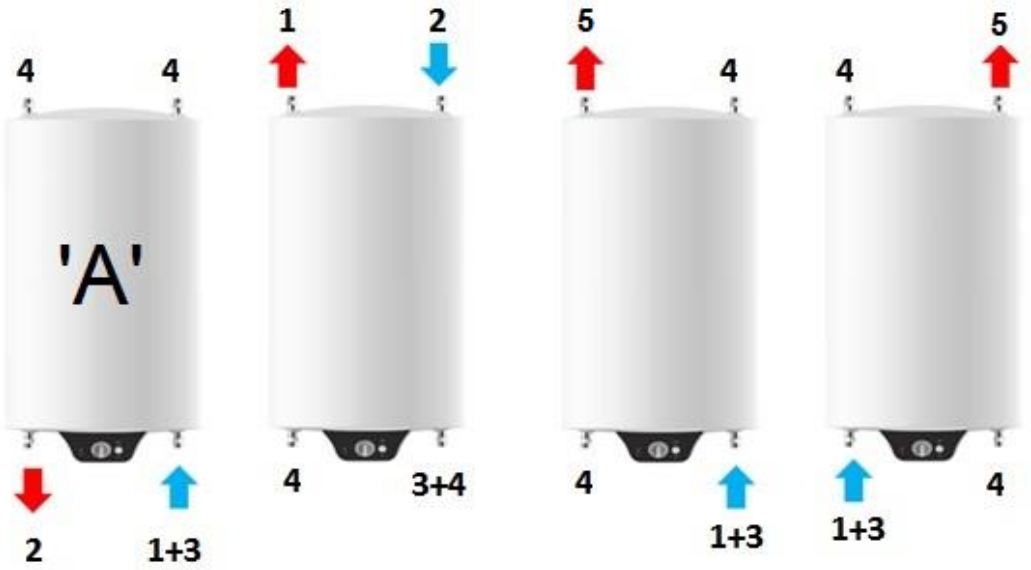
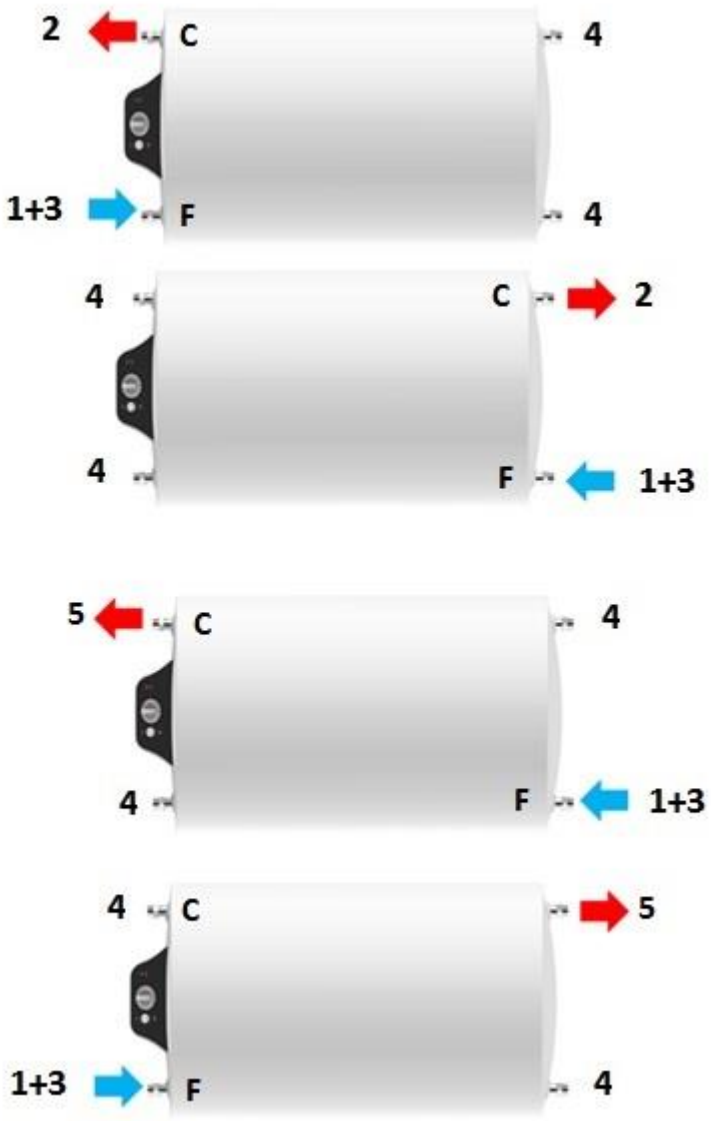

Fig 3.- Vertical installations
Fig 4.1.- Horizontal installation with electrical components at left side.
Due to its particular design with four inlet/outlet pipes, the APARICI H electrical water heaters could be installed in several positions. Figure 2 shows the different necessary accessories that must be used to make it happen. Figure 3 shows vertical installation options and figures 4.1.and 4.2 shows the horizontal position alternatives.
- It is compulsory to install an hydraulic safety valve ('3') at positions showed in figures 3 and 4.
- IF it is necessary to remove the plugs (4) to close other pipe, it is also necessary to remove the pipe and conical seal fitted inside the boiler pipe. To remove it slowly is possible to use a pliers. The below picture shows how to do it. To avoid leakage in other pipe, you need to introduce first the pipe + conical rubber seal and later screw the plug.